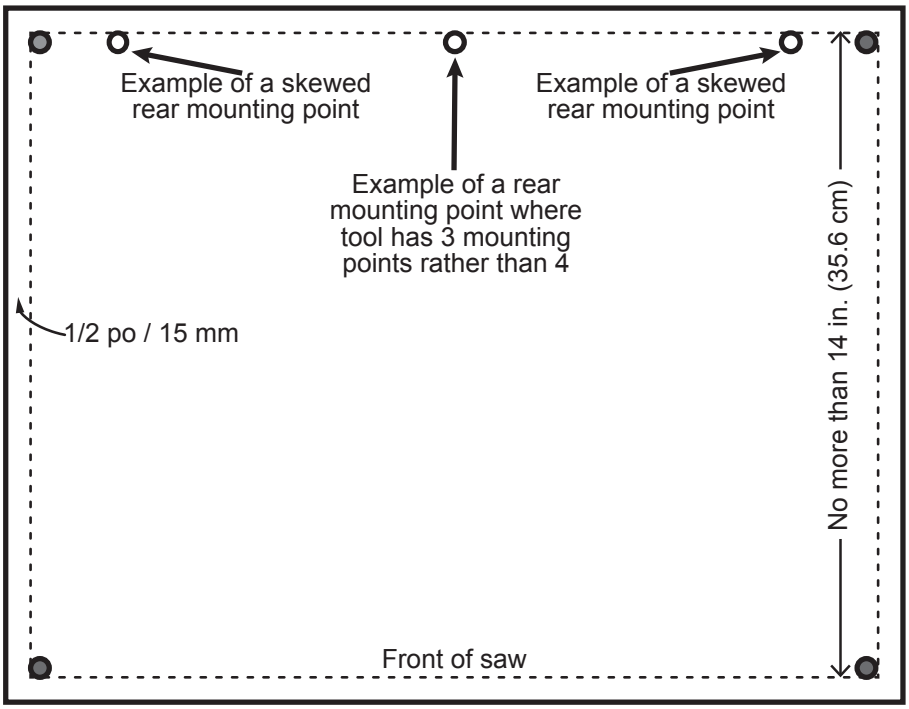

fig 9
1. Mark and cut a piece of plywood to fit the mounting hole configuration of your miter saw like the drawing, fig.9.
3. From your 2 front mounting points (fig 9, grey), measure at a 90 degree angle back to a point that is equal to your rear mounting point.
4. Mark the 2 rear corner mounting bracket holes (fig 9, black) as well as the remaining mounting hole(s) for your saw (fig 9, white), remembering to leave them all 1/2” (15 mm) from each edge.